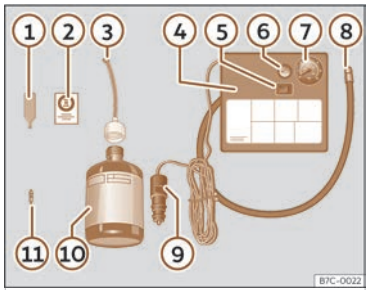

Fig. 220 Representación estándar: contenido del kit antipinchazos.
El kit antipinchazos se encuentra en el compartimento del maletero bajo el revestimiento del suelo. Incluye los siguientes componentes ››› **fig. 220**:
- Desenrosque la caperuza y el obús de la válvula del neumático. Utilice el aparato ››› **fig. 220** (1) para extraer el obús. Colóquelo en una superficie limpia.
- Agite con fuerza la botella de sellante de neumáticos ››› **fig. 220** (10).
- Enrosque el tubo de inflado ››› **fig. 220** (3) en la botella de sellante. El precinto de la botella se romperá automáticamente.
- Retire el tapón del tubo de llenado ››› **fig. 220** (3) y enrosque el extremo abierto del tubo en la válvula del neumático.
- Vuelva a colocar el obús con el aparato ››› **fig. 220** ① en la válvula del neumático.
- Enrosque el tubo de inflado del neumático del compresor ››› **fig. 220** ⑧ en la válvula del neumático.
- Compruebe que el tornillo de evacuación de aire está cerrado ››› **fig. 220** ⑥.
- Acople el conector ››› **fig. 220** ⑨ a toma de corriente de 12 voltios del vehículo ››› **pág. 229**.
- Conecte el compresor de aire con conmutador ON/OFF ››› **fig. 220** ⑤.
- Pegue el adhesivo ››› **fig. 220** ② en el cuadro de instrumentos, dentro del campo visual del conductor.
Vuelva a enroscar el tubo de inflado ››› **fig. 220** ⑧ y compruebe la presión en el manómetro ⑦.